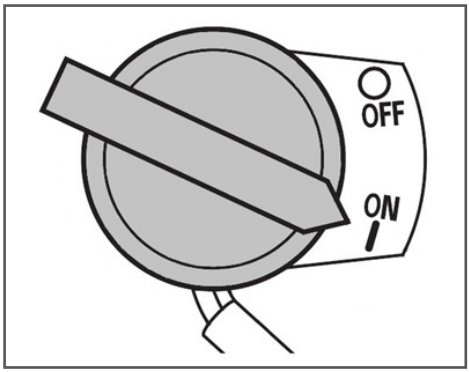

Рис. 16 Выключатель зажигания
5. Выключатель зажигания переведите в положение «ON» (Включено) (Рис. 16).
2. Переведите выключатель зажигания в положение «OFF» (Выключено) (Рис. 16).
При возникновении аварийной ситуации, для экстренной остановки двигателя мотокультиватора переведите выключатель зажигания в положение «OFF» (Выключено) (Рис. 16).